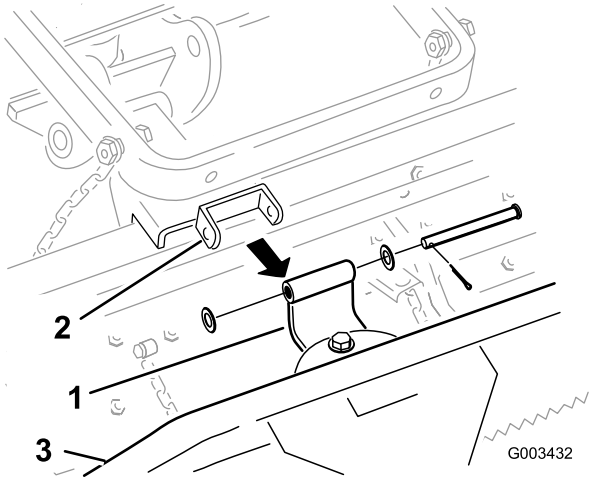

Figura 12
B. Retire el pasador, las arandelas y la chaveta que sujetan el soporte/pivote curvo al rastrillo de dientes (Figura 12).
C. Retire el soporte/pivote curvo y los herrajes del rastrillo flexible (Figura 12).